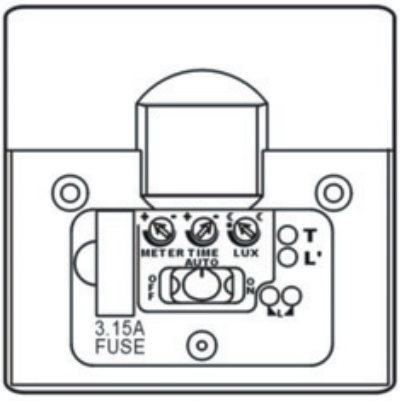

Fig. 4
6. Adjust the "TIME ", "METER" and " LUX " knobs for "Walk Test " over the desired detection zone. (See Fig.4)